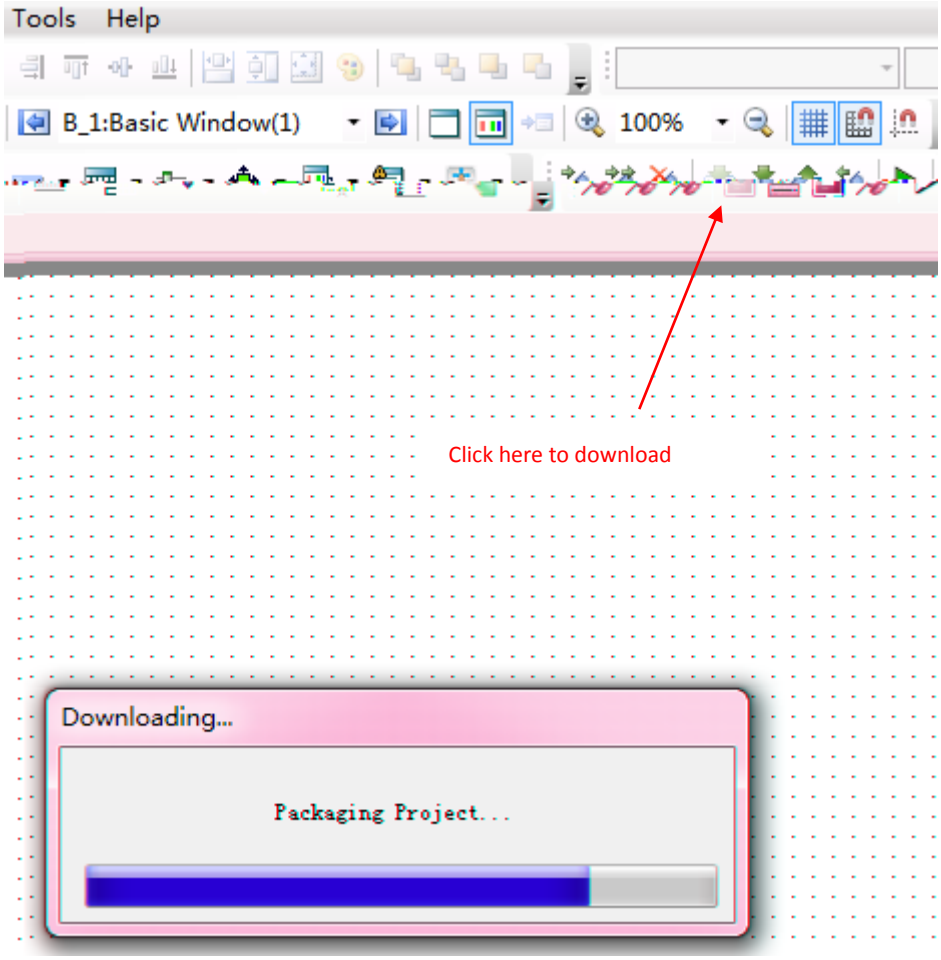

Fig. 25
①Switch on the power supply to the touch screen, select “Download” in the software, and wait till downloading is completed, as shown in Fig. 25.